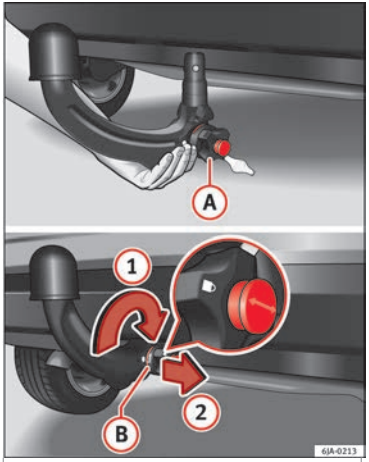

Fig. 198 Placing the ball-headed bar/locking and removing the key.
– Hold the ball-headed bar from underneath ››› **Fig. 198** and push it into the clamping bush as far as possible until you hear it click into place ››› ⚠.